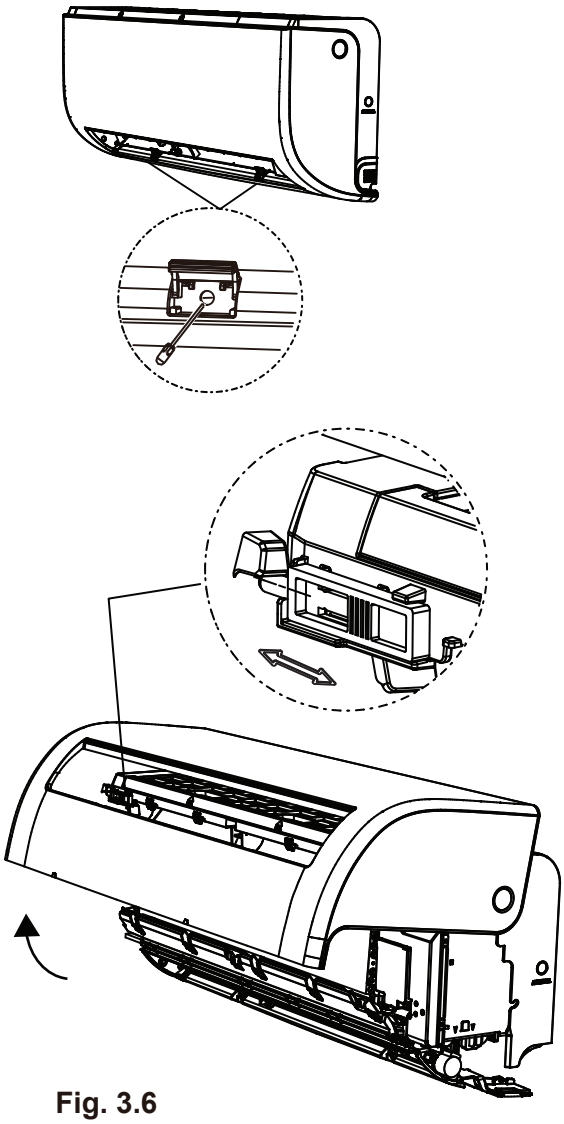

Fig. 3.6
2. Deschideți și fixați poziția panoului. Mai întâi deșurubați cele două șuruburi din imaginea de mai jos, apoi deschideți panoul și fixați poziția panoului prin mecanism (consultați Fig. 3.6).